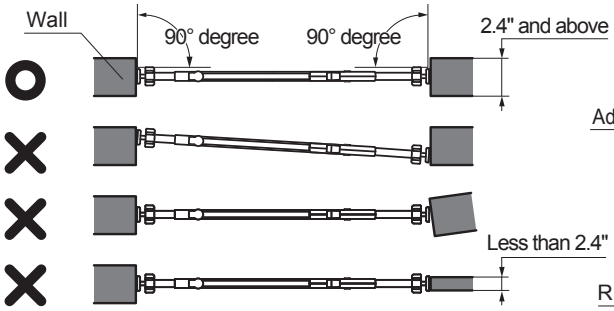
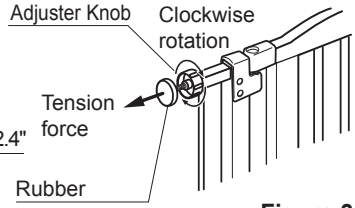

Figure 2
Figure 3
●If the product has been installed correctly, the top of the gate (while looking down from above the top) will be as straight as a line with each end aligned at a 90-degree right angle as shown in Figure 2.
❶ **Determine the desired direction for the door opening. Set the product against the wall at a perpendicular right angle as shown in Figure 2. Tighten the upper Adjuster Knob until the rubber of the Adjuster Knob touches the wall surface as shown in Figure 3.**